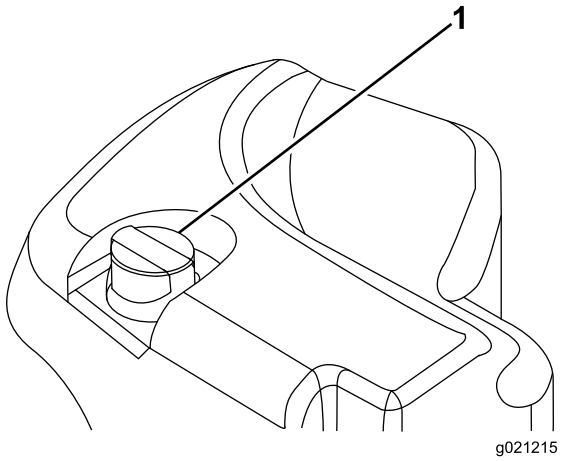

Figura 32
2. Limpie la zona alrededor del cuello de llenado y el tapón del depósito hidráulico (Figura 32).